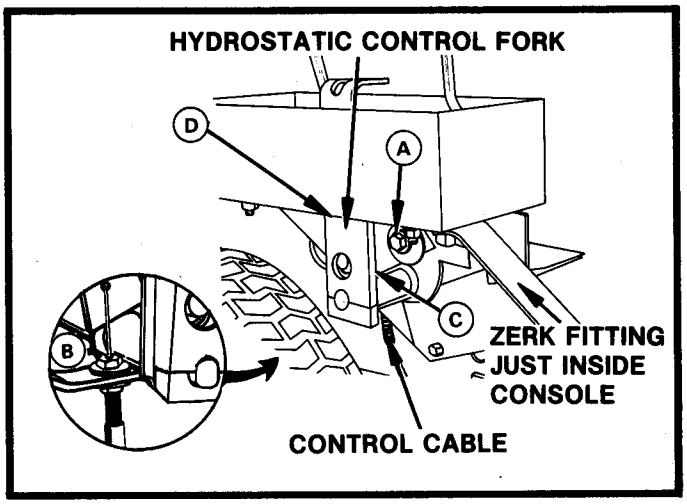

FIGURE 13
Grease the zerk fitting located on the shaft just inside the control console at the operator's right. See Figure 13. This is accessible by raising the rear deck. Wipe the zerk clean before and after lubrication. Use Ariens Multi-Purpose Grease (Part No. 150) every 50 hours of operation or at least once each season.
1. Oil Control Cable "B", Figure 13.
2. Periodically oil hydrostatic control pivot shaft at Point C, Figure 13.